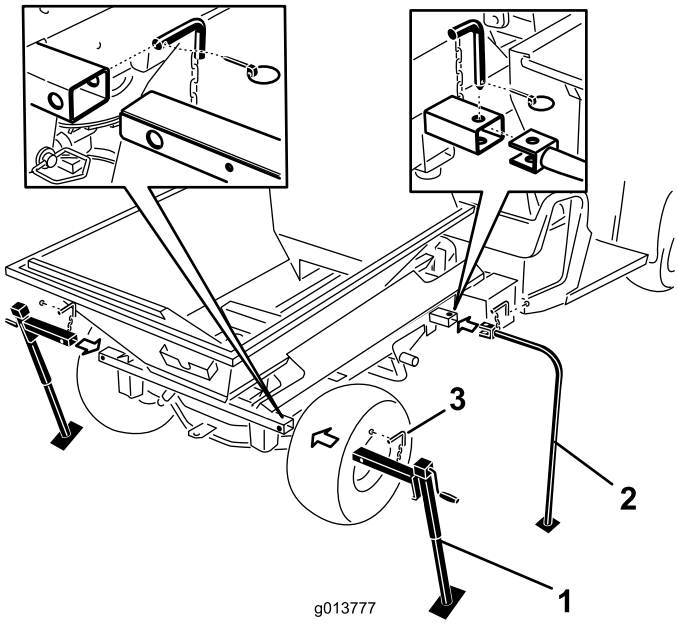

Figur 42
7. För in förvaringsstödets främre ben och de bakre domkrafterna i ProPass-rören och fäst dem med låspinnarna (Figur 42).